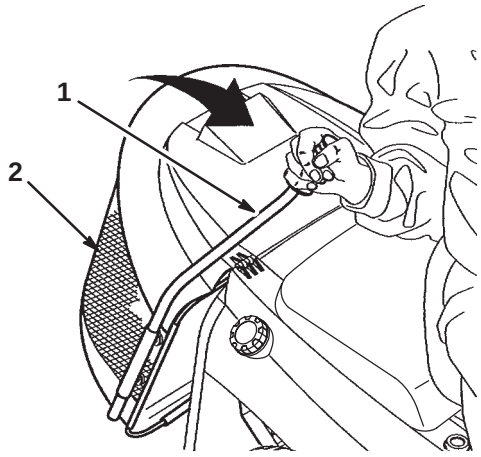

Figure 12
2. Tirez la tige du bac à herbe vers l'avant pour basculer le bac (Fig. 12).